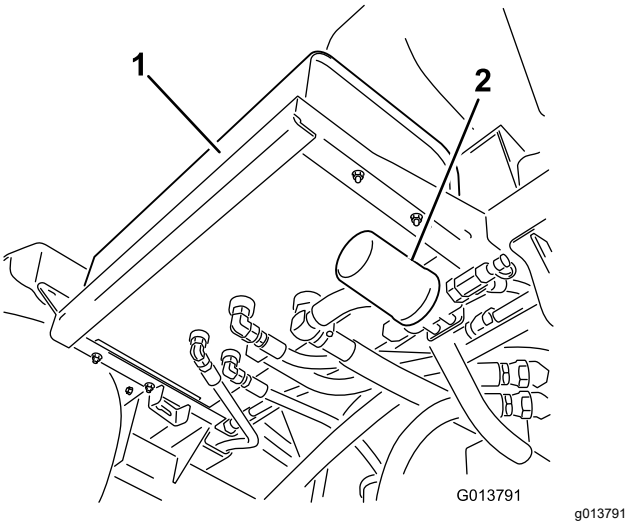
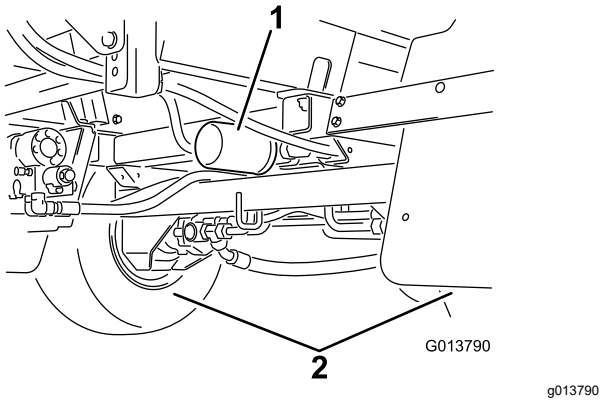

Figure 97
Figure 98
2. Locate the 2 hydraulic filters on the machine (Figure 97 and Figure 98).